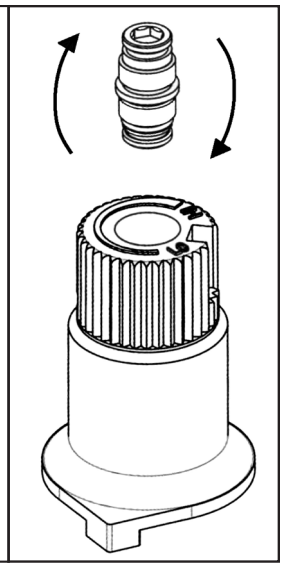

Figure 13: Flip valve screw.
e) Flip the screw (refer to Figure 13).